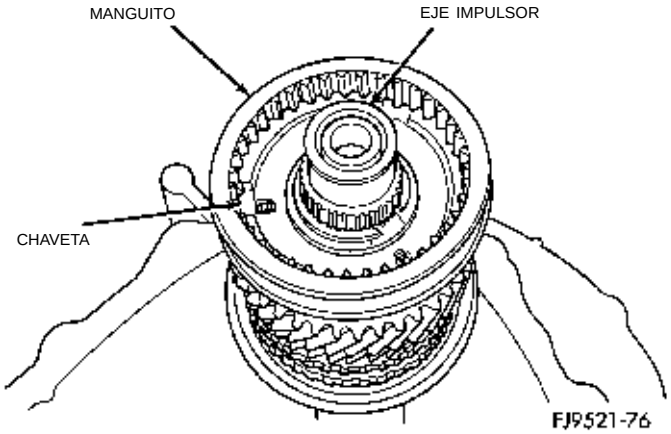

Fig. 119 Manguito del sincronizador
(5) Deslice el manguito sobre la masa y oprima las bolas mientras desliza cuidadosamente el manguito hacia su posición (Fig. 119).